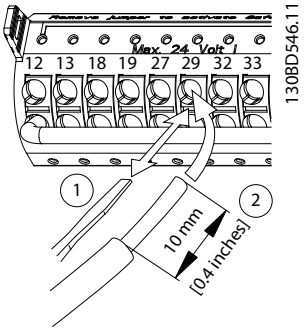

Ilustración 5.38 Conexión de los cables de control flexibles
- Si el cable es flexible, abra el contacto introduciendo un pequeño destornillador en la ranura situada entre los orificios del terminal y presione el destornillador hacia dentro. Consulte la *Ilustración 5.38*. A continuación, introduzca el cable pelado en el contacto y retire el destornillador.